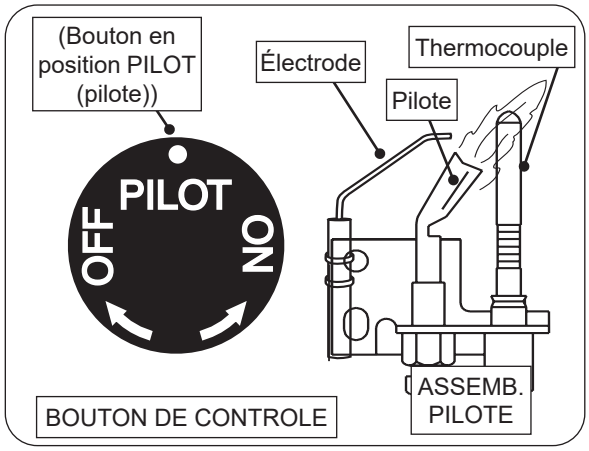

Fig. 51-1 Éclairage pilote
3. Localisez l'assemblage de la veilleuse sur le côté ou à l'arrière du bac du brûleur (voir Fig. 51-1).
4. Tournez le bouton de commande dans le sens antihoraire ↶ sur **PILOT (pilote)**. Appuyez **fermement et complètement** sur le bouton de commande et maintenez-le enfoncé.Appuyez plusieurs fois sur le bouton de l'allumeur piézo jusqu'à ce que la veilleuse s'allume. Continuez à maintenir le bouton enfoncé pendant environ une (1) minute après l'allumage de la veilleuse. Relâchez le bouton et il ressortira. La veilleuse restera allumée. Voir la Fig. 51-1. S'il s'éteint, répétez les étapes 2 à 4.